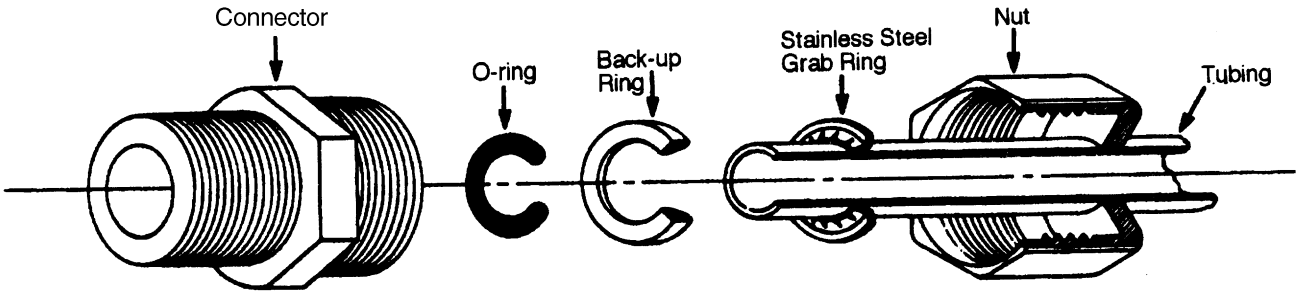

Figure 4-1. Tubing Adapter
3. Place the grab ring and backup ring in the hex nut in the order and orientation shown in Figure 4-1. Thread the nut into the adapter. DO NOT use the o-ring at this time.